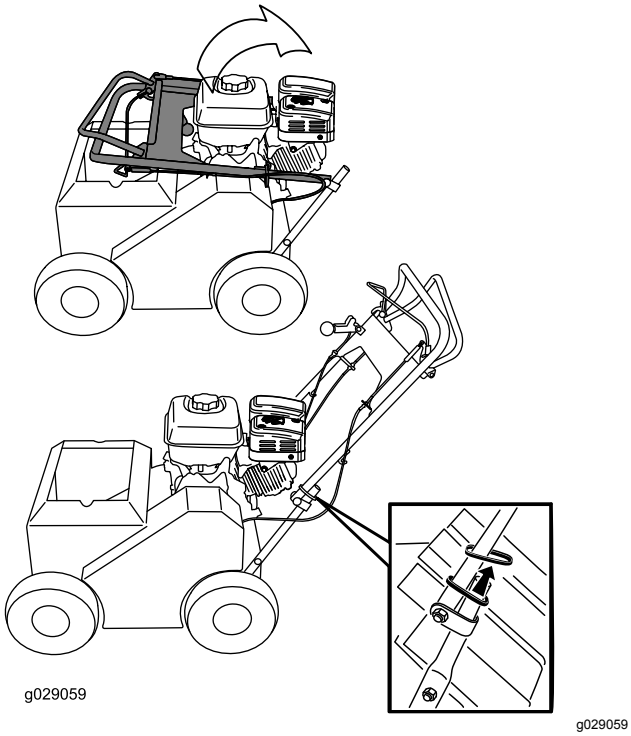

Рисунок 3
1. Поднимите рукоятку в рабочее положение (Рисунок 3).
2. Сдвиньте овальные стопорные кольца вниз с каждой стороны верхней рукоятки, чтобы они зафиксировались поверх нижней рукоятки (Рисунок 3), скрепив секции рукоятки друг с другом.